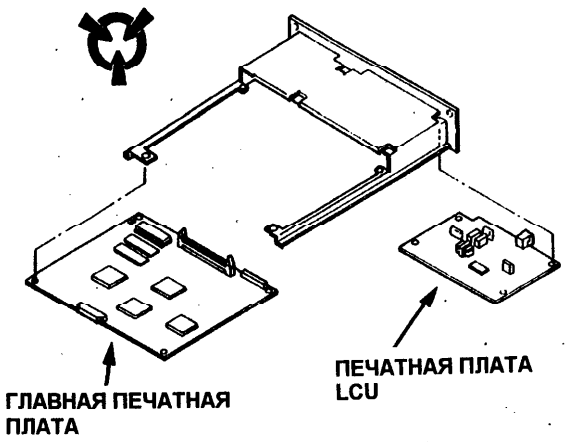

Рис. 2. Печатная плата LCU
8. Освободите печатную плату LCU от пластиковых стоек-зажимов (Рис. 2).